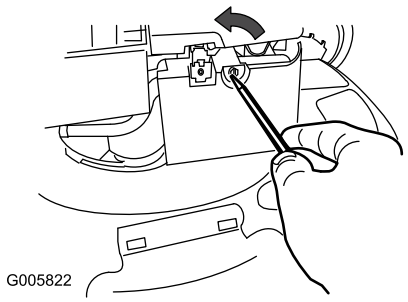

Figur 16
1. Använd en skruvmejsel för att öppna luftfilterskyddet (Figur 16).